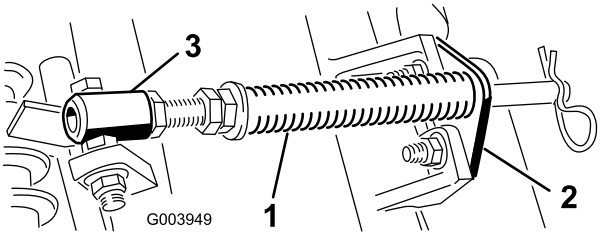

**Figura 4**
A. Retire los 2 pernos de cuello cuadrado y las tuercas que sujetan el soporte de la varilla a las pestañas de la unidad de corte (Figura 4).
B. Retire la tuerca con arandela prensada que fija el perno del tubo del muelle a la pestaña del bastidor de tiro (Figura 4). Retire el conjunto.